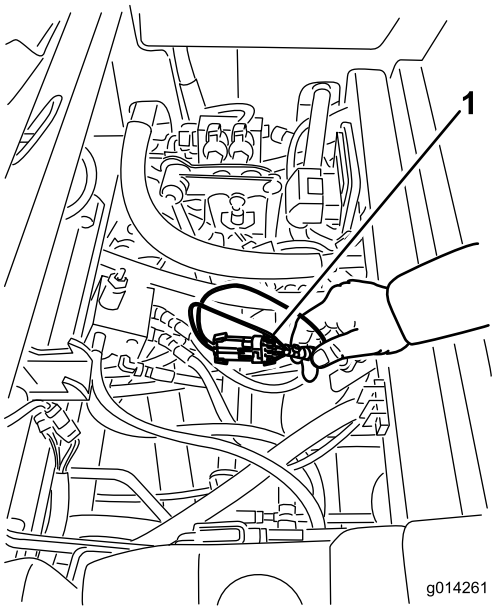

Figura 27
3. Accedete al cablaggio preassemblato ed ai connettori accanto al controller (Figura 27).